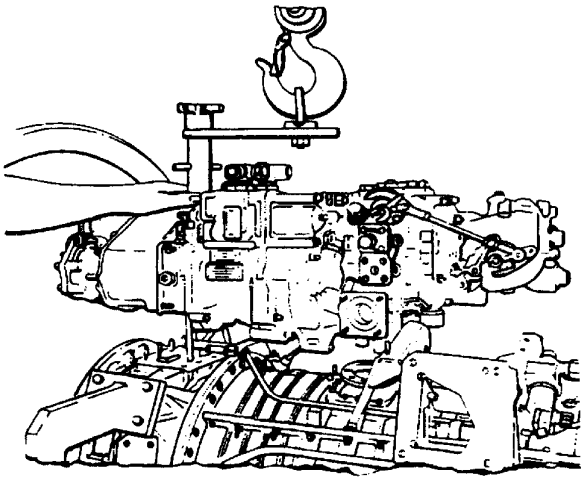

Figure 1. Removing Accessory Drive Housing with 3826 Lift
c. If required, to safely handle accessory drive housing, use a 3826 lifting adapter which screws into drain plug hole and a hoist. (See figure 1.)